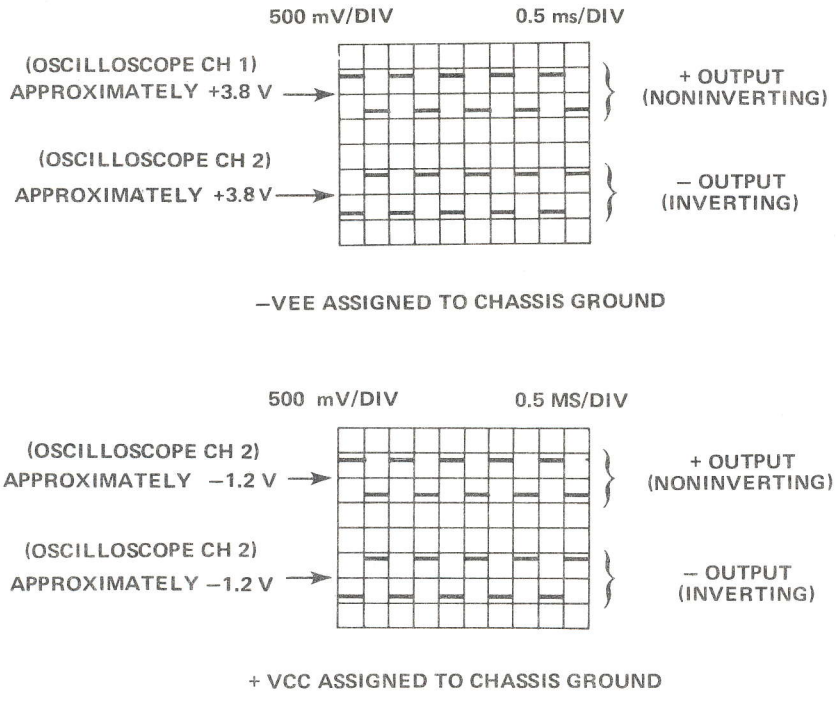

Figure 2. Typical channel output waveforms vs. supply voltage assigned.
c. With a test oscilloscope, check the + output (noninverting) and − output (inverting) for the correct output waveform. See Figure 2 for typical waveforms.